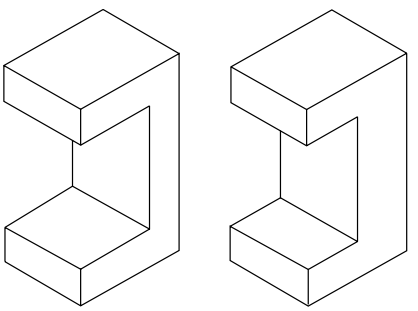

Fig. 18.9 Third example – **Move faces tool**
Third example – Move faces tool (Fig. 18.9)
1. Construct the 3D solid drawing shown in the left-hand drawing of Fig. 18.9 from three boxes which have been united using the **Union** tool.
And the *picked* face is moved – right-hand drawing of Fig. 18.9.